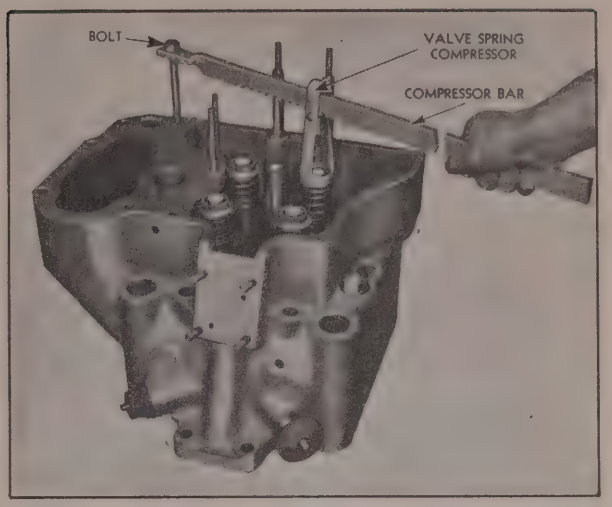

Fig. 7J
3. Using special valve spring compressing tool, (see Fig. 7J), compress valve spring and remove the two valve locks.